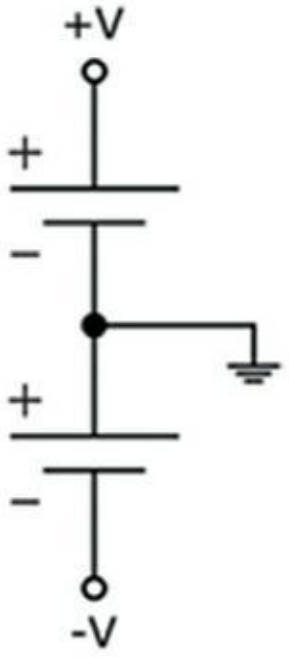

FIGURE 14-6 Certains circuits nécessitent une source positive et une source négative.
Certains circuits (par exemple des circuits d'amplification opérationnelle, voir Chapitre 11) nécessitent à la fois une source d'alimentation positive et une source négative. Vous verrez souvent la source positive représentée par un cercle ouvert accompagné de l'indication +V et la source négative représentée par un cercle ouvert avec l'indication –V. Si la tension n'est pas spécifiée, ce peut être +5 V ou – 5 V continu. La Figure 14-6 est un exemple d'illustration
- **Un seul symbole de masse :** Toutes les connexions à la masse sont reliées à un point unique. La ou les sources (par exemple la pile) ne sont pas toujours représentées de façon visible, mais on doit supposer que la masse est reliée à la borne positive ou négative des sources de courant continu (comme le montre la Figure 14-6).